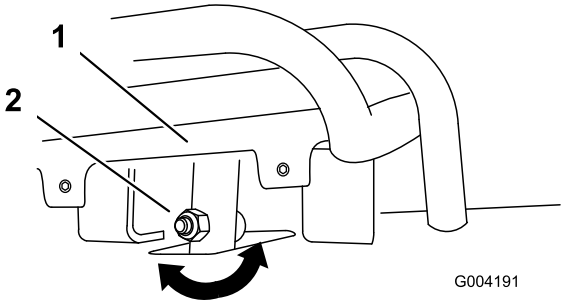
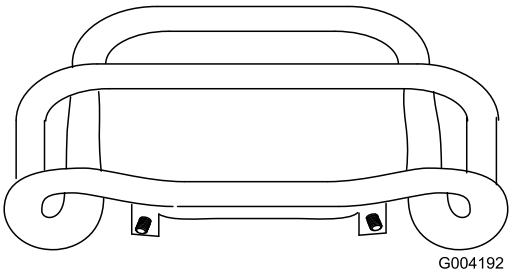

**Figur 51**
**Figur 52**
4. Om drivreglagets främre del inte ligger tätt intill och i rät vinkel mot referensstaven lossar du flänsmuttern och bulten på drivreglagets skaft (Figur 51).
5. Justera drivreglaget så att det ligger tätt intill mot referensstaven när det dras rakt bakåt (Figur 51 och Figur 52).